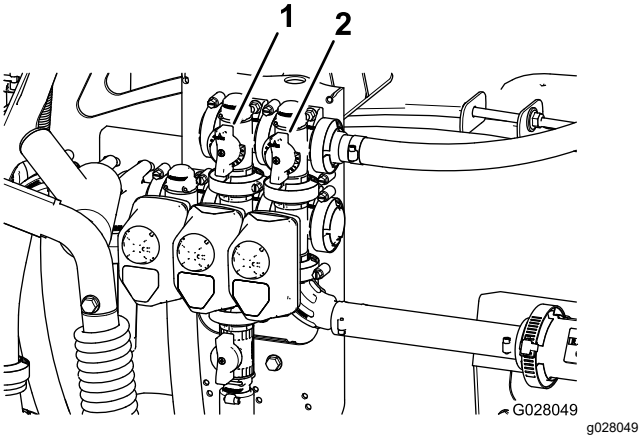

Figure 24
11. Réglez la vanne de dérivation (Figure 24) à l'arrière de la vanne d'agitation jusqu'à ce que la pression indiquée au manomètre soit 6,89 bar (100 psi).
9. Tournez plus ou moins la poignée de dérivation générale des sections afin de réguler l'agitation à l'intérieur de la cuve (Figure 24).